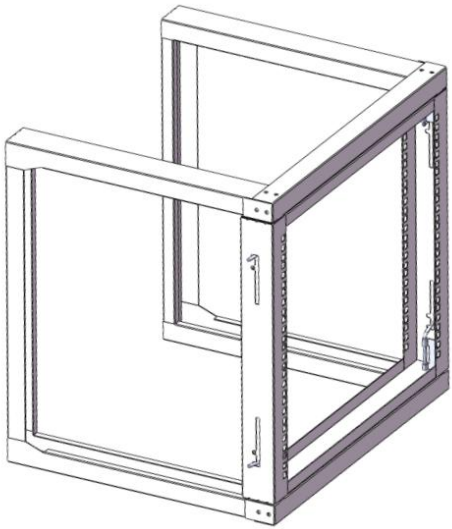

Figure 5
5. Adopts same step as step 4.lock the left side of door set(3)'s 2pcs door latches on the frame one by one.make sure the door set is fixed.See Figure 5